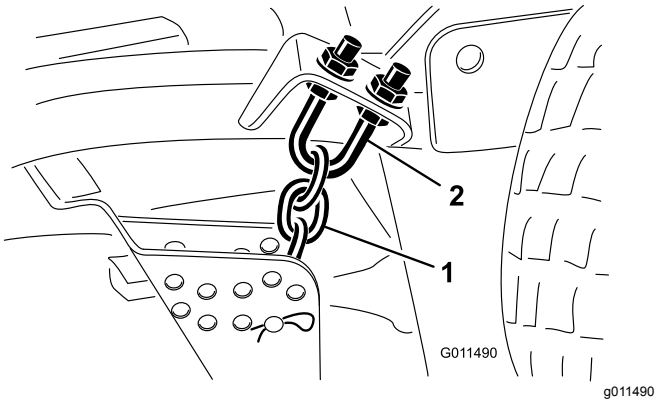

Figuur 106
1. Draai de contramoeren op de bovenkant of de onderkant van de U-bout van de maaihoogteketting los (Figuur 106).